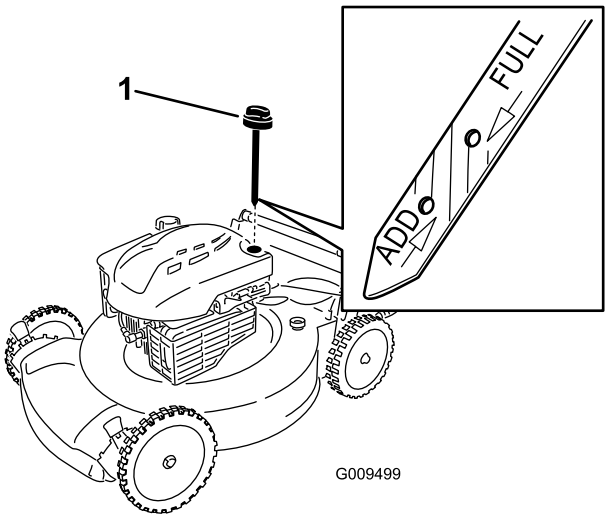

Figur 8
2. Tag målepinden ud (Figur 8).
5. Tag målepinden ud, og kontroller oliestanden på målepinden. Se Figur 8.